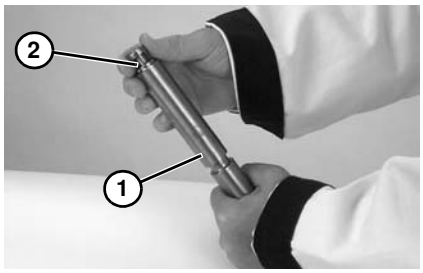

Figure 80
2. Inspecter la broche **(Figure 80, élément 1)**. La remplacer si elle est usée.
3. Glisser le roulement **(Figure 80, élément 2)** sur la broche.